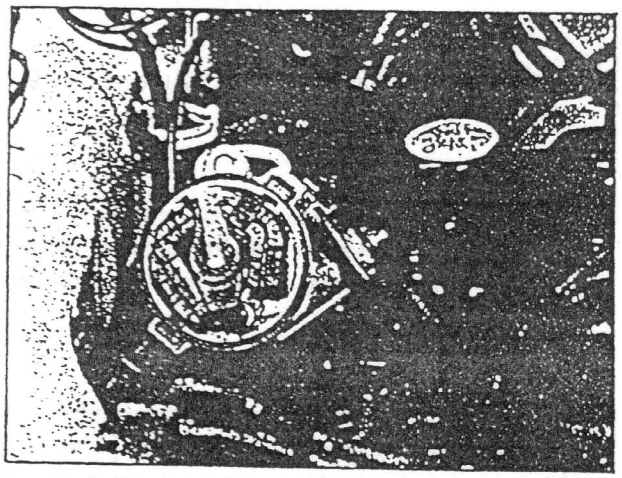

Fig. 3-8-3
4) Desmonte la tapa del distribuidor y verifique que el rotor esté posicionado de la manera indicada en la Fig. 3-8-3.